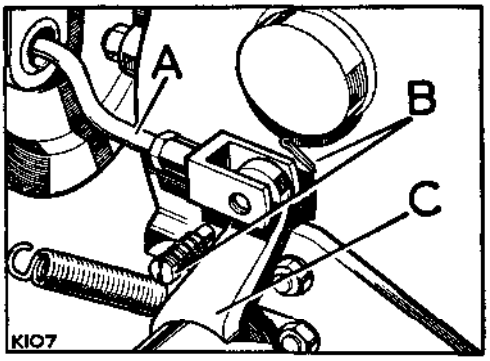

**Fig. C1-27. Transmission brake**
12. Connect the hand brake expander rod to the relay lever, see Fig. C1-27.